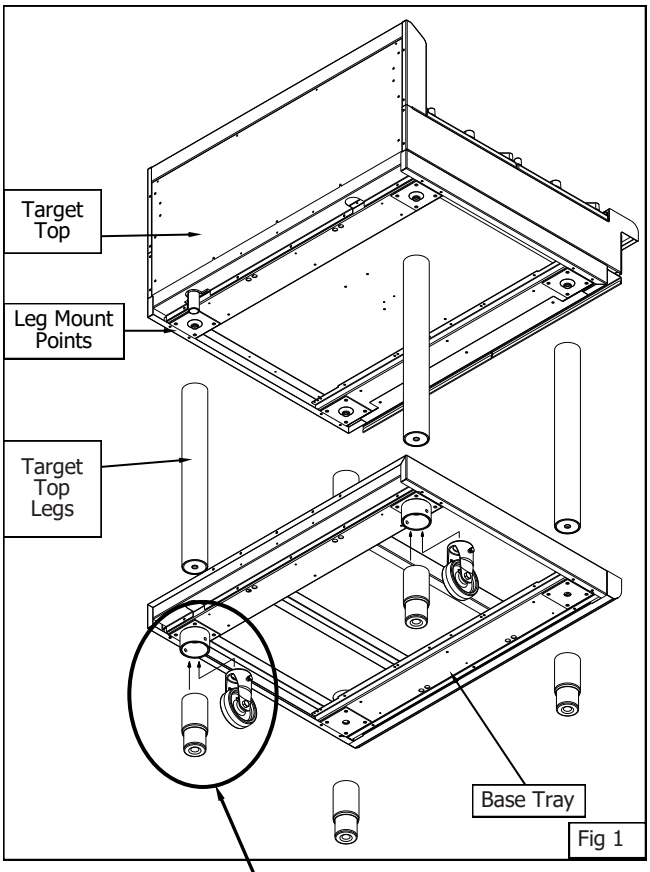

Fig 1
8. The two rear leg housings can be fitted with either adjustable feet or rollers. (See Fig 1).